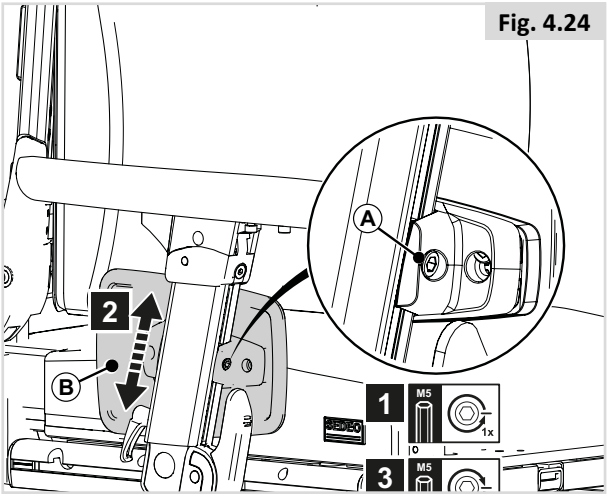

Fig. 4.24
Hauteur du protège-vêtement (Fig. 4.24)
Pour atteindre facilement la vis arrière des accoudoirs dont la hauteur est faible, desserrez les vis (A) de la Fig. 4.24 et inclinez la manchette pour rendre la vis plus accessible.